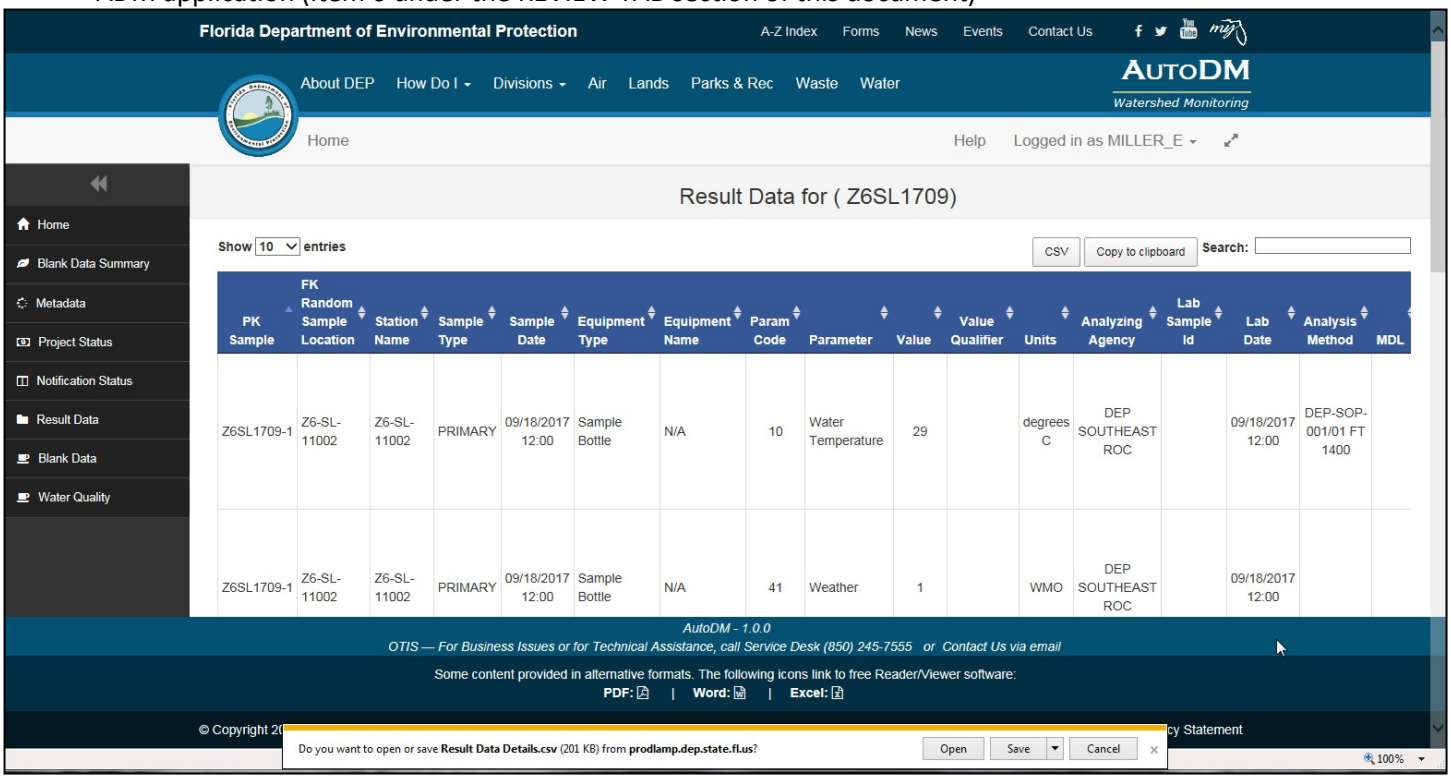

Figure 30. Screenshot of a Result Data report. Data from project Z6SL1709 is shown as an example.
4. ***Result Data:*** This tool generates a report that lists the data available for all samples in the selected project. Each row in the report contains the data for one analyte from one sample (**Figure 30**). The Project Manager should use this report to look for any issues with the data. If errors are present, a data correction request should be generated and emailed to the Data Manager. To generate the report in the ADM Oracle Forms interface, click the **Result Data** button. The web browser window will open and display the data in the AutoDM PHP report interface if that interface has already been opened and logged in to. If the AutoDM interface has not been opened and logged in to, the **Result Data** button will launch the AutoDM interface. Log in as described in the LOGON SCREEN & WEB BROWSER section of this document, and search for the desired project as described in the SEARCHING FOR PROJECT INFORMATION section of this document. This report can be opened as a .csv file using the AutoDM 'CSV' button or copied using the AutoDM 'Copy to clipboard' button and pasted into text-editing software or Excel. If using the 'CSV' button, a dialogue box will open at the bottom of the screen prompting the user to open or save the file. The file can then be opened and saved as an Excel file to the desired network or local drive Note that for analytes where the result is stored only as a text value (e.g. Sediment Color) the result will not show up in this report.